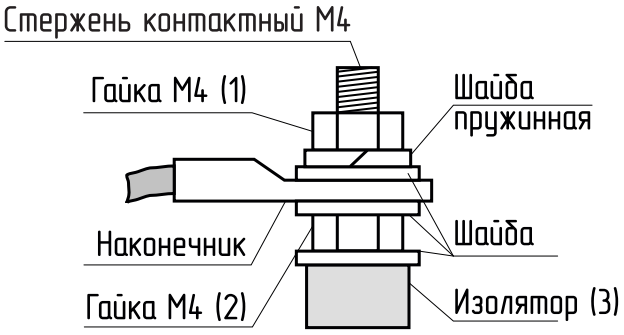

Рис.8. Присоединение проводов к выводам блок ТЭН
10.4. При замене блок ТЭН присоединение фазных проводов к выводам блок ТЭН производить согласно Рис.8. Сечение кабеля указано в таблице 1 и 1.1.